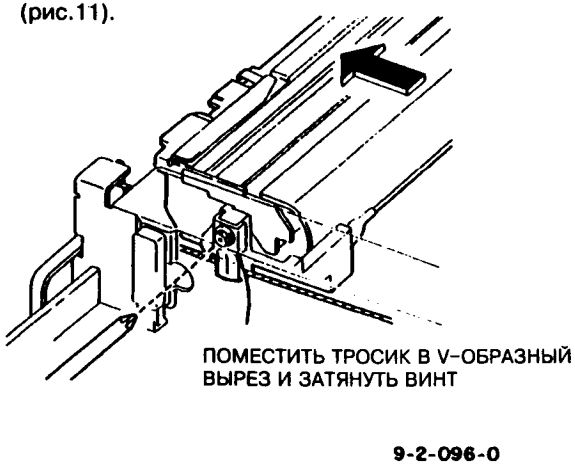

Рис.11 Закрепление тросика на каретке
7. Передвинуть каретку полного хода в исходное положение, сохраняя ее параллельную ориентацию, затем закрепить тросик на каретке полного хода (рис.11).